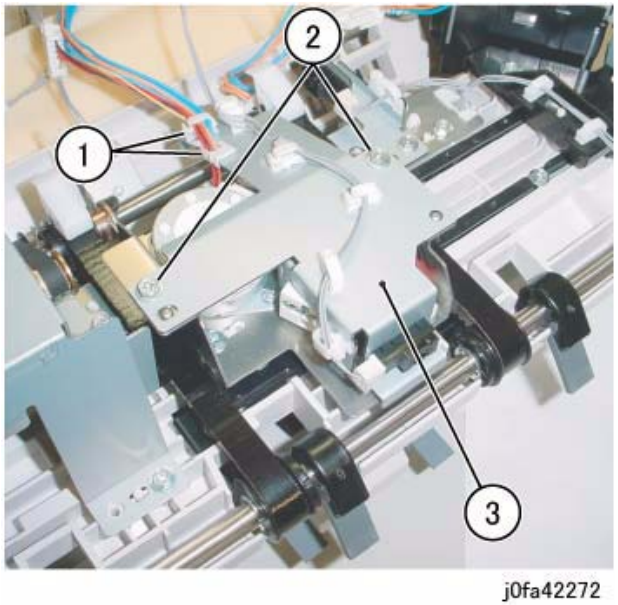

Figure 1 Removing the Bracket Assembly
5. Remove the Bracket Assembly (Figure 1):